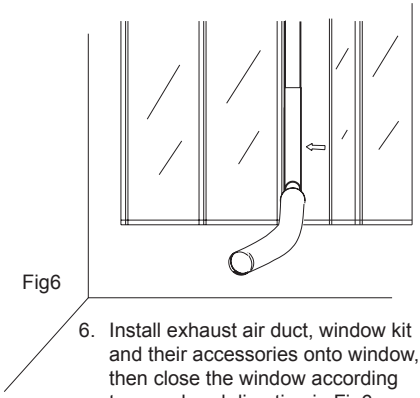

Fig6
6. Install exhaust air duct, window kit and their accessories onto window, then close the window according to arrowhead direction in Fig6 drawing to press window kit tightly.